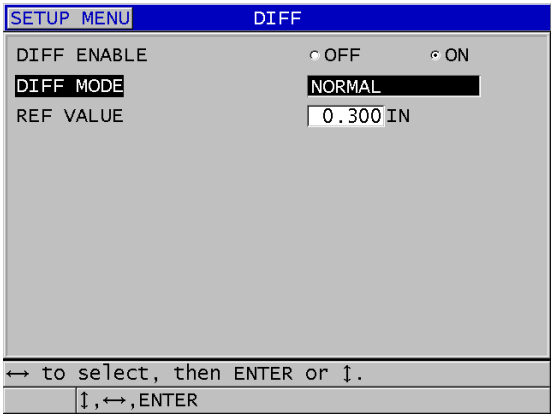

Rysunek 8-2 Ekran DIFF (Różnica)
3. Na ekranie **DIFF** (Różnica) (patrz Rysunek 8-2 na stronie 141):